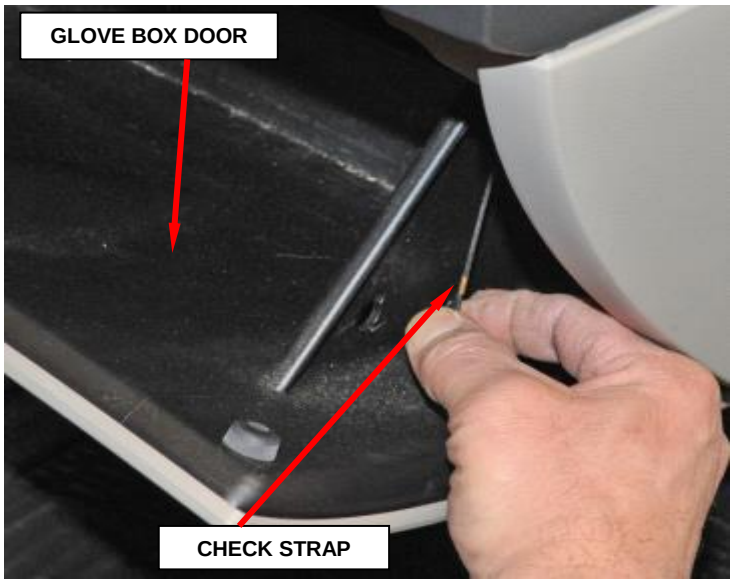

**Figure 50 – Check Strap**
a. Remove the check strap from the right side of the glove box (Figure 50).
16. Install the glove box into the instrument panel (Figure 50).